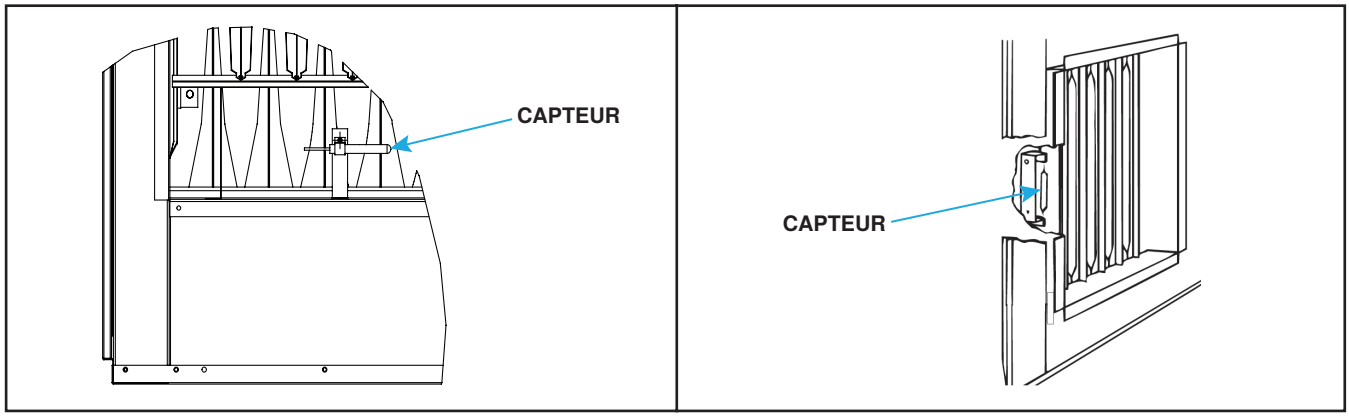

Figure 5. Lieux d'expédition du capteur capillaire
Selon l'option de contrôle des gaz, le capteur de température de l'air de refoulement est installé à l'usine ou sur le site. Les capteurs sur le site ont l'une des deux configurations suivantes : un ensemble capteur et tube de mélange ou un ensemble support de capteur et boîte de jonction. Pour les unités avec option de support de capteur et de boîte de jonction, le capteur est normalement installé sur un support dans la décharge du four pour l'expédition, mais il peut être monté dans le pied de l'armoire (voir **Figure 5**).
(1) Avant de raccorder les conduits à la fournaise, retirez le capteur capillaire de sa position d'expédition sur la fournaise (voir **Figure 5**).